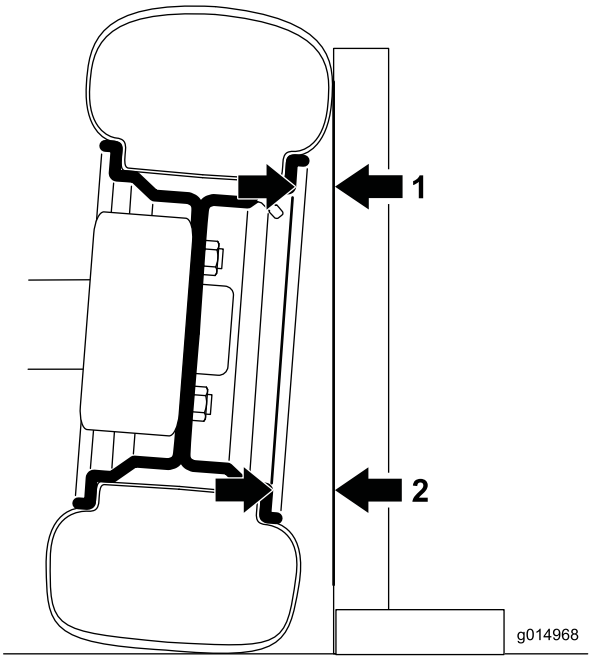

Rysunek 52
1. Aby sprawdzić pochylenie poprzeczne, umieść na podłożu przymiar kątowy tak, aby pionowa krawędź dotykała powierzchni bocznej opony (Rysunek 52).
2. Mierz odległość od przymiaru dla identycznej części obręczy u góry i u dołu (Rysunek 52).